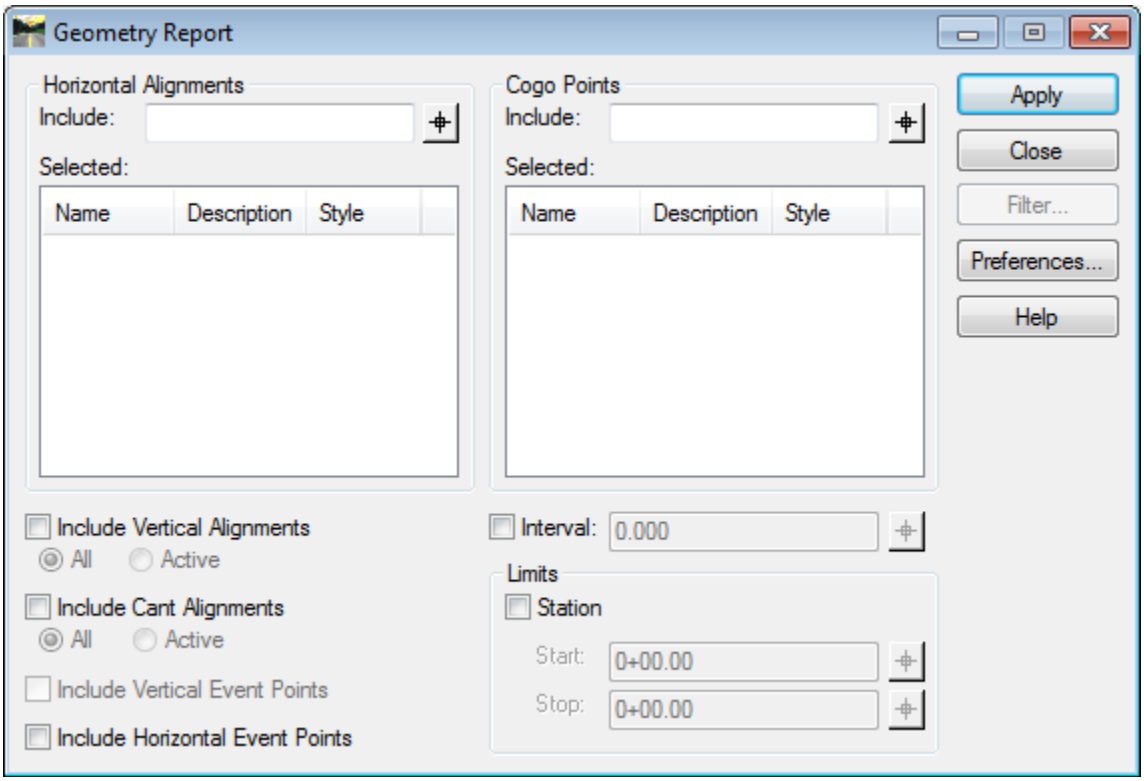

Figure L14-1 Geometry Report
9.	**Open the Geometry Report dialog.** • In InRoads, select **Tools ► XML Reports ► Geometry**. The **Geometry Report** dialog opens as shown in *Figure L14-1*.